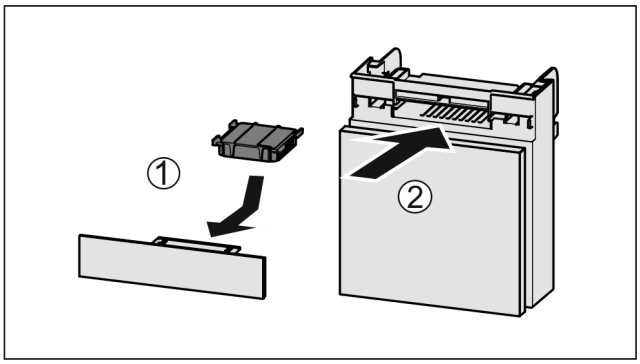

Fig. 180
▶ Ievietojiet aktīvās ogles filtru atbilstoši attēlam *Fig. 180 (1)*.
▶ Iebīdiet nodalījumu *Fig. 180 (2)*.